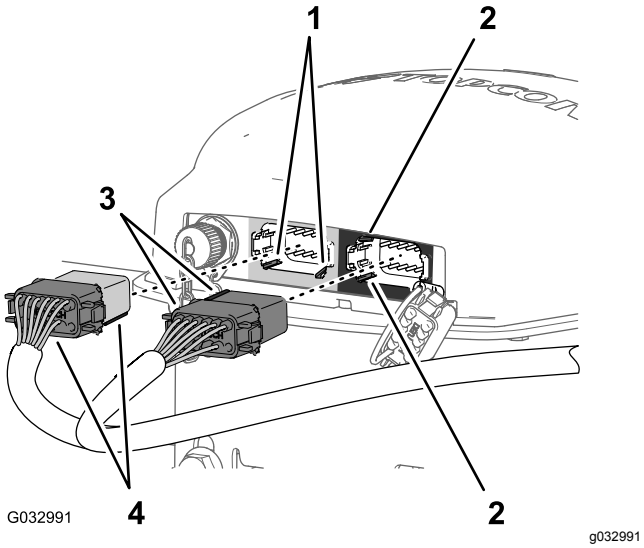

**Figur 159**
3. Placer de 2 nøgler ved den lange front af den grå og sorte konnektor med 12 sokler fra dataledningsnettet med de 2 nøgleåbninger i den nederste vandrette væg i den venstre (grå) konnektor med 12 ben til navigationsmodtageren (Figur 159).
4. Tilslut den grå og sorte konnektor med 12 sokler fra dataledningsnettet til den venstre (grå) konnektor med 12 ben til navigationsmodtageren, så konnektorens låsemekanisme aktiveres (Figur 159).
5. Placer de 2 nøgler ved den korte side af den sorte konnektor med 12 sokler fra dataledningsnettet, så de står ud for de 2 nøgleåbninger i den venstre, lodrette væg i den højre (sorte) konnektor med 12 ben til navigationsmodtageren (Figur 159).
6. Tilslut kun den sorte konnektor med 12 sokler fra dataledningsnettet til den venstre (sorte) konnektor med 12 ben til navigationsmodtageren, så konnektorens låsemekanisme aktiveres (Figur 159).